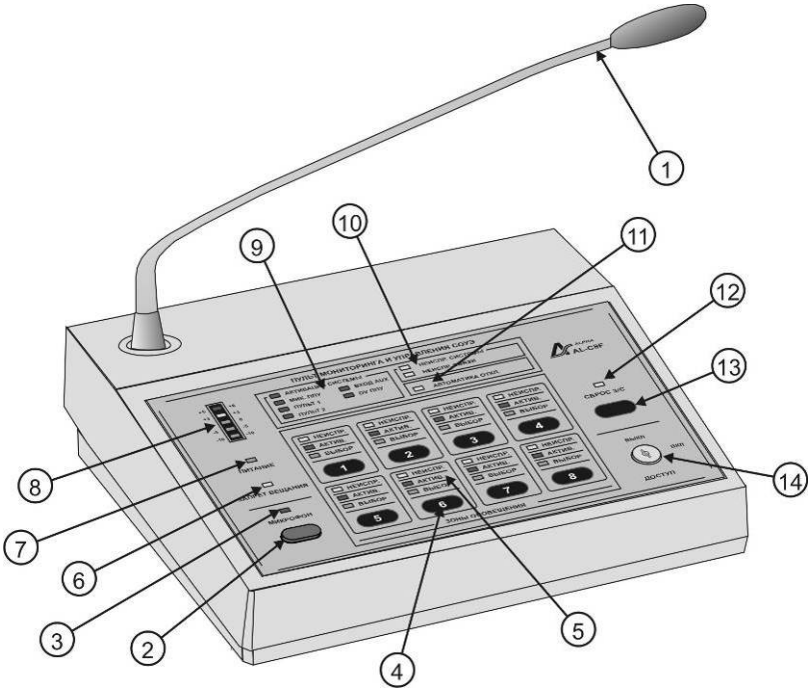

Рис. 1. Общий вид
3) Произнесите сообщение в микрофон (индикатор уровня аудио сигнала (см. Рис.1 п.8) не должен заходить в красную зону) и отрегулируйте, при необходимости, уровень громкости с помощью регулятора «PULT1» или «PULT2» (в зависимости от того, к какому разъему подключен данный пульт) в ППУ AL-8MP1 (см. ТД на ППУ AL-8MP1).